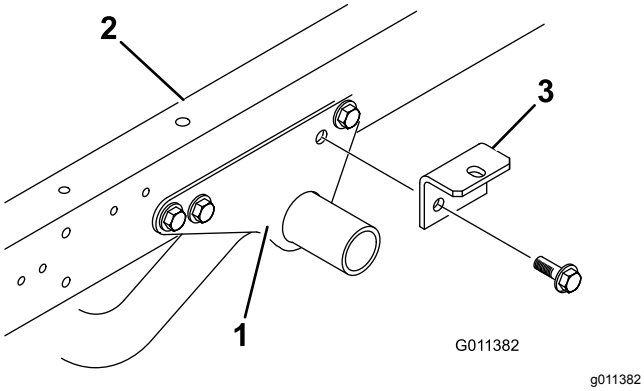

Figur 5
1. Ta bort de två flänshuvudskruvar och flänslåsmuttrar som fäster den bakre delen av varje motorramsfäste på alla sidor av fordonsramen (Figur 5).
2. Fäst en redskapskoppling löst på varje motorramsfäste och fordonsram med de två flänshuvudskruvar och flänslåsmuttrar som du tog bort tidigare (Figur 5).